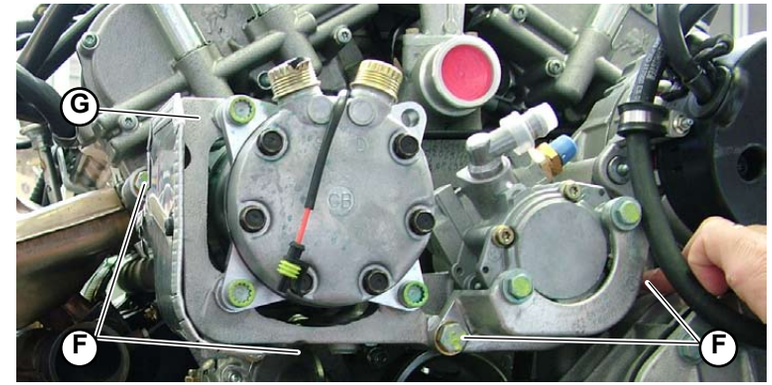

Fig.4
6. Remove the 4 screws (**F-Fig.4**) securing the power steering pump frame, air conditioning system compressor and alternator (**G-Fig.4**); remove the frame without damaging the pipes.